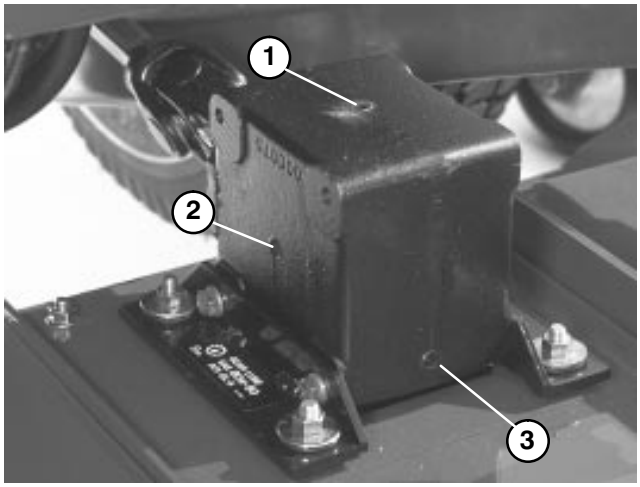

Figure 22
2. Lower cutting unit so castor wheels are on a level surface. Be sure all height−of−cut pins are in the same hole locations. Remove check plug (Fig. 22) from side of gear box and check level of lubricant. If level of lubricant is low, remove fill plug on top of gear box and add SAE 80−90 wt. gear lube until level is up to bottom of check hole.